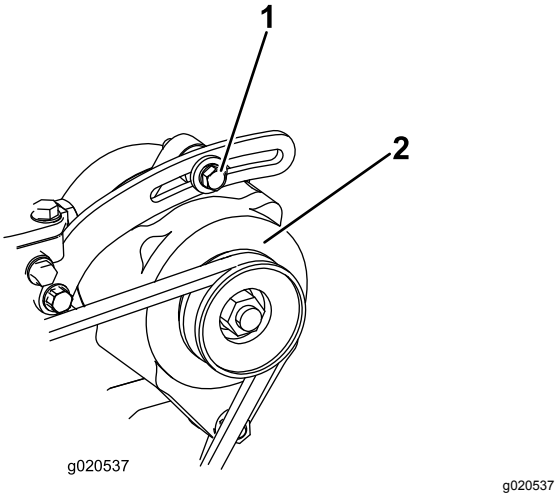

Figuur 87
1. Als de indrukking niet correct is (10 mm), moet u de montagebouten van de wisselstroomdynamo losdraaien (Figuur 87).